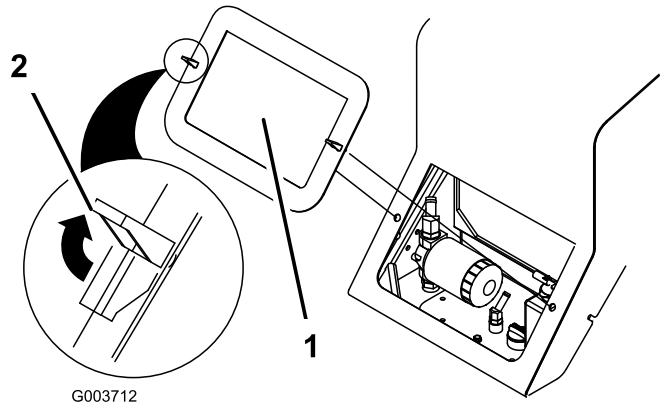

Figure 21
3. Release the two locking tabs (Figure 21).
4. Pull the cover off of the traction unit (Figure 21).